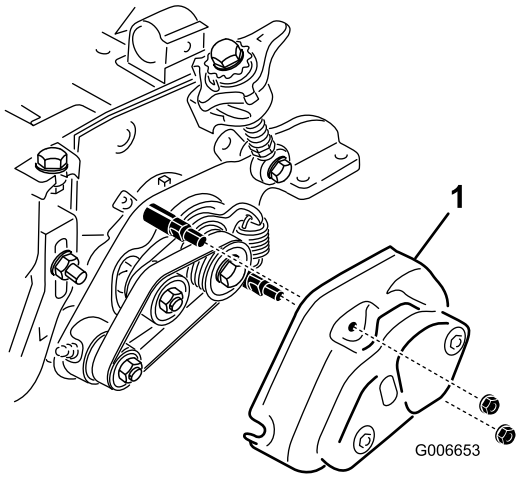

Figuur 13
24. Plaats de kap van de groomer en zet deze vast met twee 5/16 inch flensmoeren (Figuur 13).